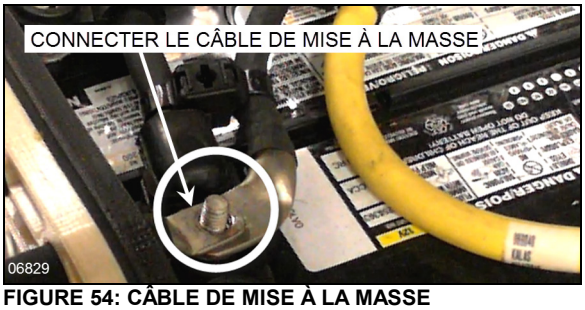

FIGURE 54: CÂBLE DE MISE À LA MASSE
6. Connecter le câble de mise à la masse en dernier (FIGURE 54). Serrer l'écrou du câble de mise à la masse à la valeur de couple suivante: